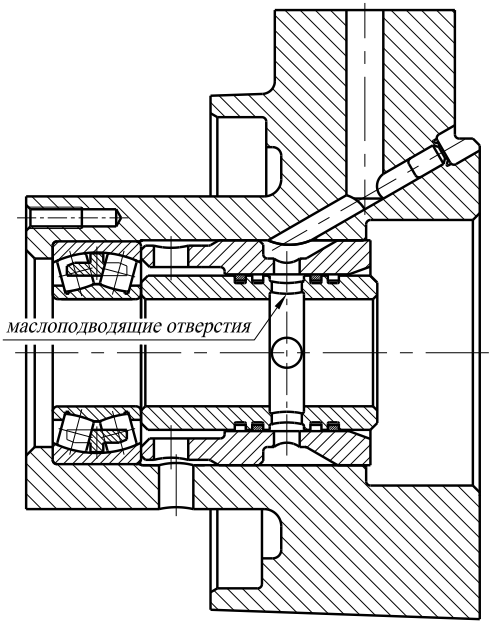

Рис. 37. Установка распорных втулок в корпус привода вентилятора
3. Установку распорных втулок в корпус привода необходимо проводить, как показано на рис. 37, чтобы обеспечить совпадение маслоподводящих отверстий.